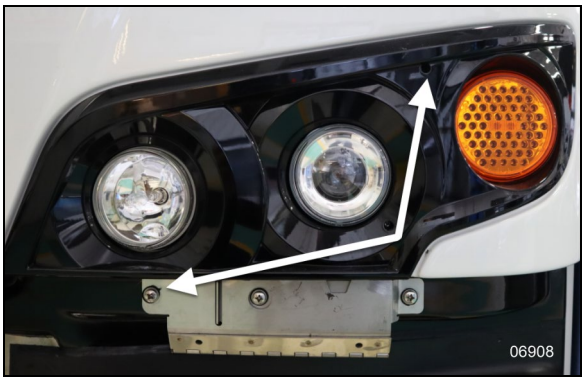

FIGURE 71: HEADLAMPS ASSEMBLY FIXING SCREWS
Remove two fixing screws (Figure 71) to have access to the bulbs, the connectors and the light module adjustment screws.
1. Remove the two screws (Figure 71) fixing the headlamps assembly, and then turn the headlamps assembly down.